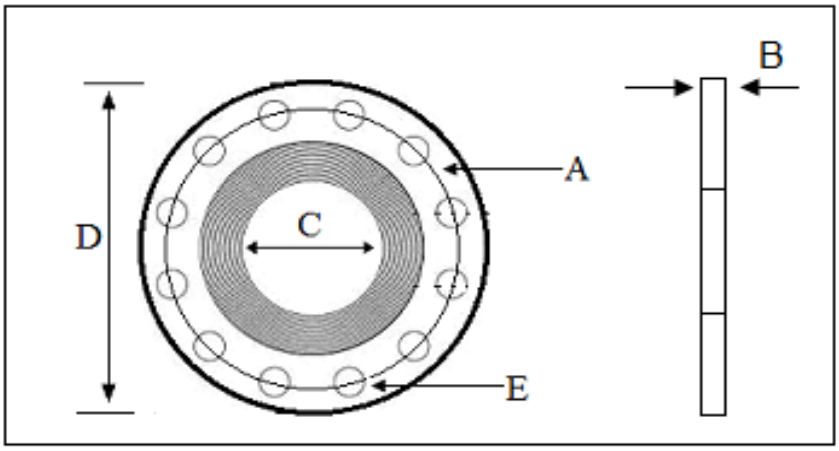

FIGURE 1
2.2 Label the indicated components of the pipe flange in FIGURE 1 by writing the answer next to the letter (A–E) in the ANSWER BOOK.